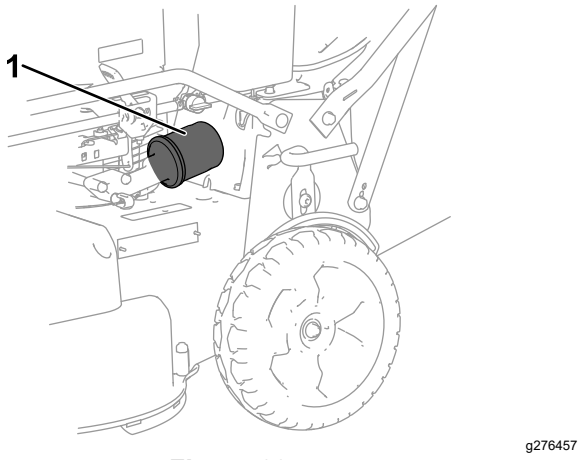

Figura 28
6. Retire el filtro de aceite (Figura 28).